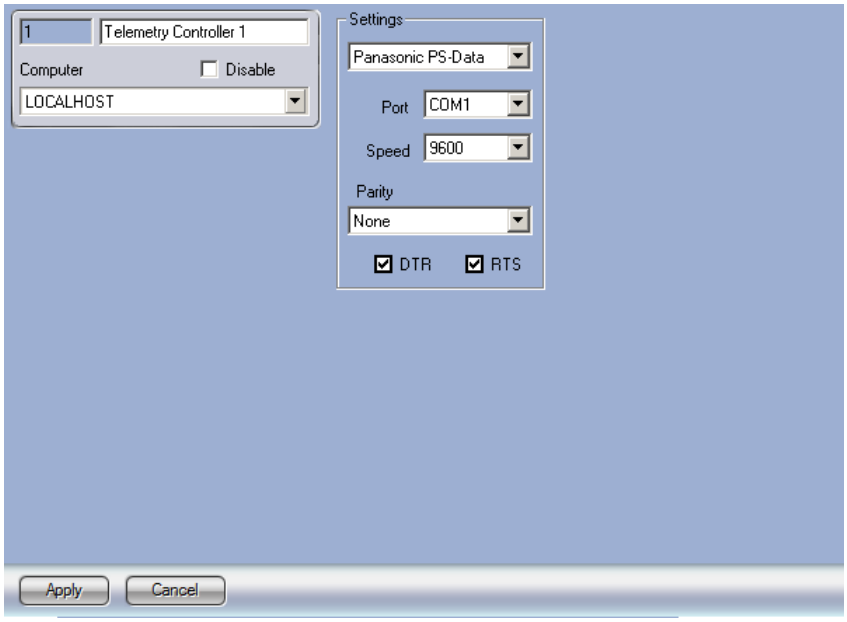

**Figure 3.4—9 Configuring the Telemetry Controller object for Panasonic WV-CU950 operation**
2. Configure the **Telemetry controller** object as follows (Figure 3.4—9):